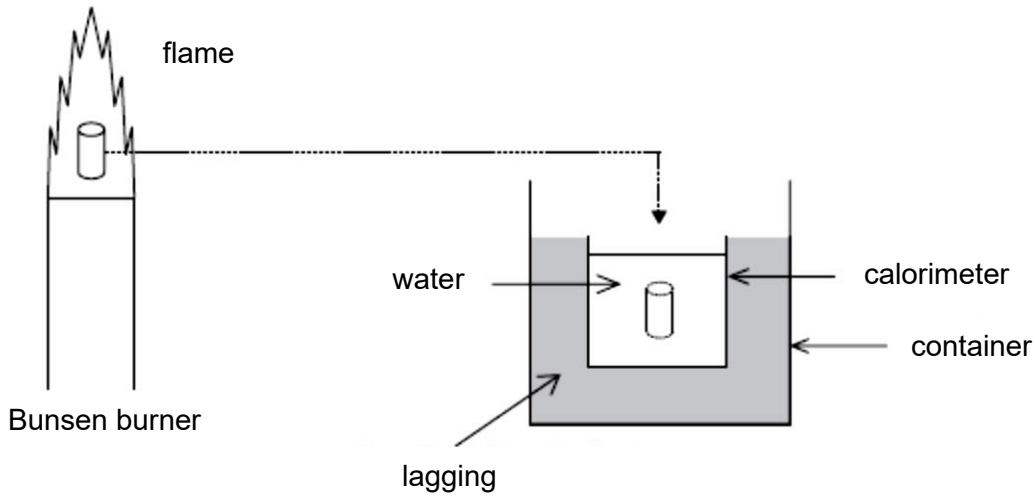

**Fig. 4.1**
**4** **(a)** Fig. 4.1 shows a piece of metal, of mass 50 g, held in the flame of a Bunsen burner for several minutes. The metal is then quickly transferred and immersed in 130 g of water contained in a calorimeter.